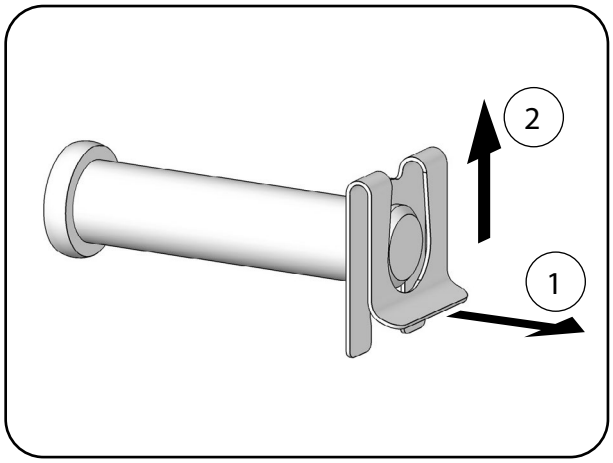

Abb. 6.1.04 – Demontage der SL-Sicherung
Ziehen Sie das gebogene Ende der Lasche etwas zurück (1) und schieben Sie die SL-Sicherung aus der Nut des Bolzens (2) heraus (Abb. 6.1.04).